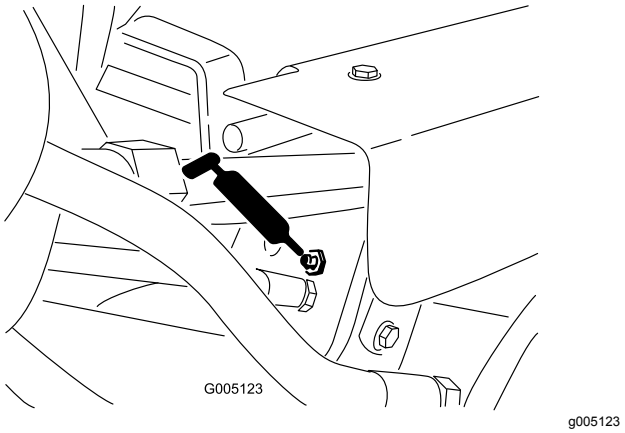

**Figur 35**
- Lyftcylindrarna (3) (Figur 35)